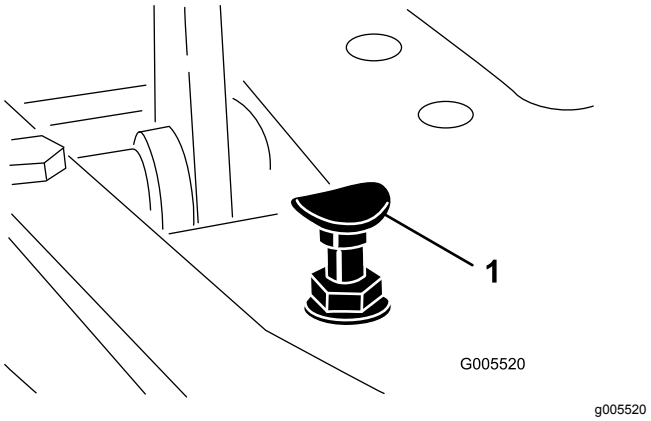

**Figur 53**
For å oppnå maksimal transporthastighet, må du sette styrespaken i Transport-stilling og trykke inn trekkpedalen. Hvis du kan tråkke pedalen helt inn (Figur 53) før det er spenning i kabelen, er det nødvendig med en justering.
1. Sett styrespaken i transport-stillingen og løsne på låsemutteren som fester pedalstopperen til gulvplaten (Figur 53).